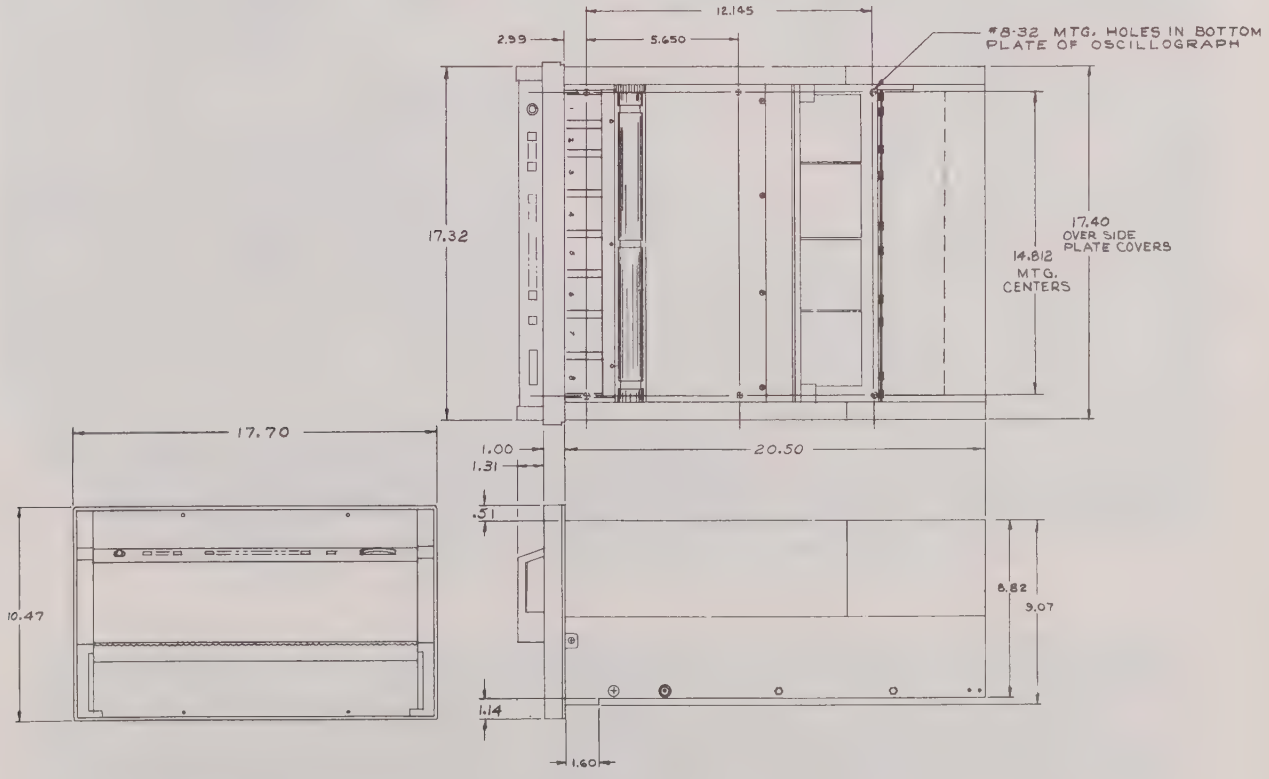

FIGURE 2-8 OUTLINE DIMENSIONS – HORIZONTAL OSCILLOGRAPH
10. Outline dimensions for horizontal oscillograph are shown in Figure 2-8.